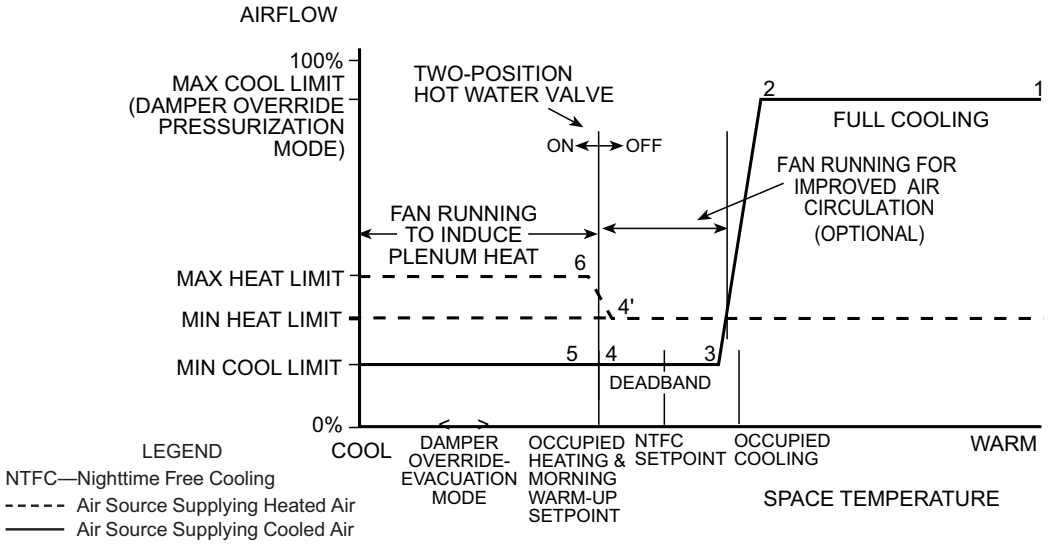

Figure 2 - Sequence of Operation for Intermittent Fan Powered Air Terminal With Two-Position Hot Water Heat
C. Heating: (when the primary air source is providing heated air, refer to numbers on flow diagram). See Fig. 2.